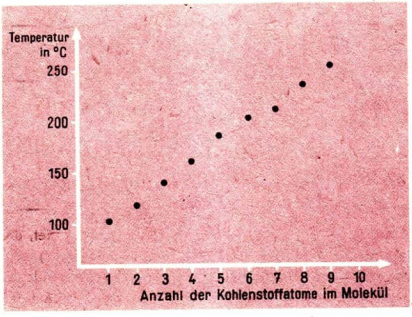

Abb. 30 Siedetemperaturen einiger Alkansäuren
Auch innerhalb dieser homologen Reihe ist mit zunehmender Molekülgröße der Stoffe eine Veränderung der Eigenschaften festzustellen. Eine Regelmäßigkeit wird besonders bei einigen physikalischen Eigenschaften, wie Aggregatzustand, Geruch und Löslichkeit, sichtbar (Tab. 8, S. 62, und Abb. 30). ①